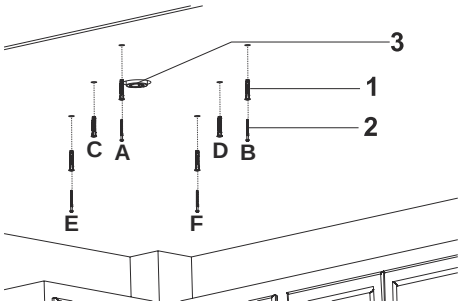

Fig. 12
2. Sätt in pluggar i hålen som borrats (Fig. 12).
Montera 5,5 x 60 skruvar i pluggarna på punkterna A, B, E, F (Fig. 12).
Var uppmärksam på platsen för eluttaget i förhållande till monteringsritningen (Fig. 12).